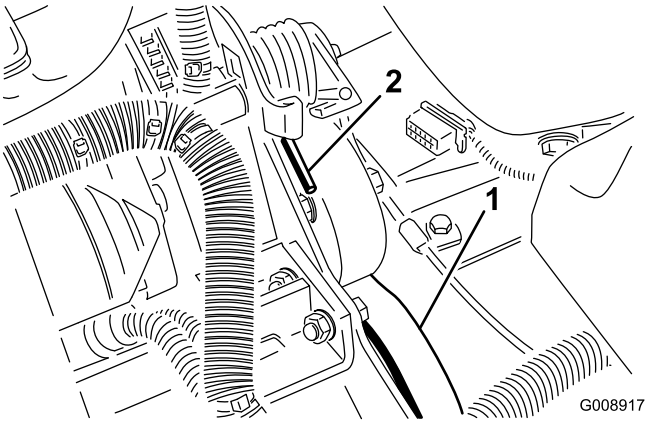

Figuur 73
2. Druk het uiteinde van de veer omlaag en naar voren (Figuur 73) om deze los te maken van de beugel en de veerspanning op te heffen.